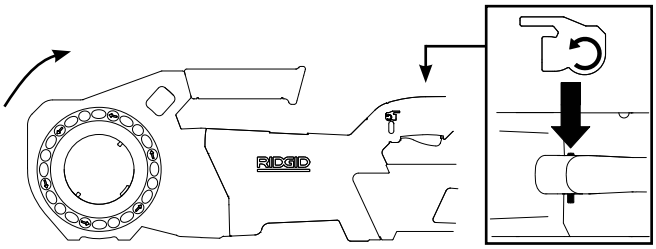

Figur 5A – Kontaktstilling FREMADGÅENDE (med uret)
- Sæt glidekontakten for fremadgående eller tilbagegående funktion i stillingen for fremadgående funktion. Tryk på og slip tænd/sluk-kontakten. Kontrollér, at det elektriske rørdrev roterer i den korrekte retning *(se Figur 5A)* og stopper, når kontakten slippes.